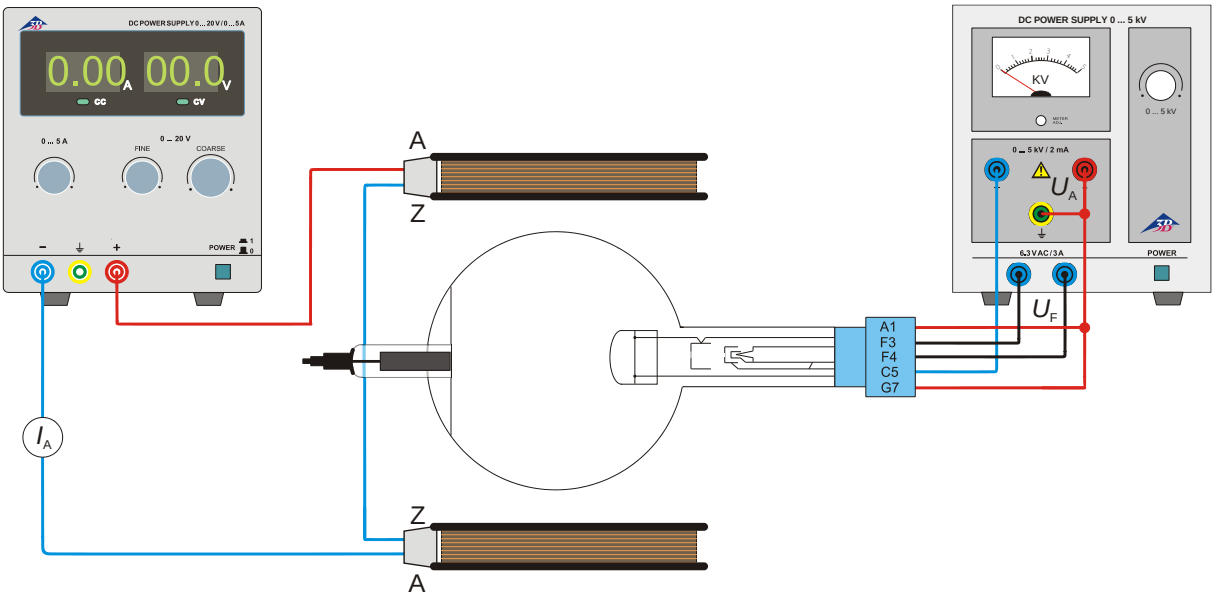

Fig. 3 Abschätzung der spezifischen Elektronenladung *e/m*
- Versuchsaufbau gemäß Fig. 3.